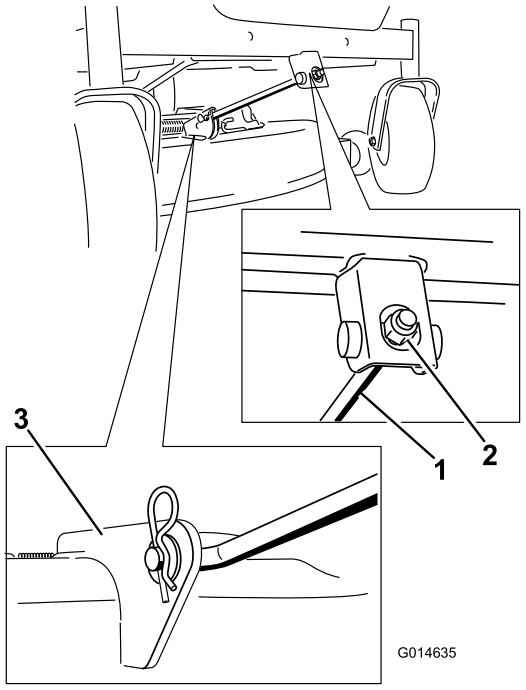

Figuur 65
4. Verwijder de R-pen (haarspeldveer) uit de voorste steunstang en neem de stang uit de beugel van het maaidek (Figuur 65).
6. Bevestig de voorste steunstang aan het maaidek met de gaffelpen en de R-pen (haarspeldveer) (Figuur 65).